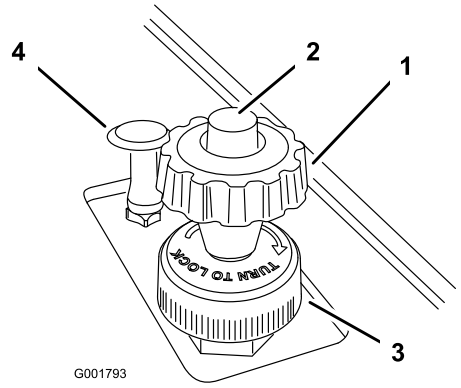

Figur 23
2. Tryk på knappen oven på hastighedsbegrænsergrebet, og træk det op, indtil du kan mærke, at det rører ved gaspedalen. Slip derefter knappen (Figur 23).
4. Når du har indstillet hastighedsbegrænseren, kan du låse den i den pågældende indstilling ved at dreje låseringen nederst på hastighedsbegrænseren med uret, indtil den stopper (Figur 23). Du kan låse op igen ved at dreje låseringen mod uret, indtil den er løs.